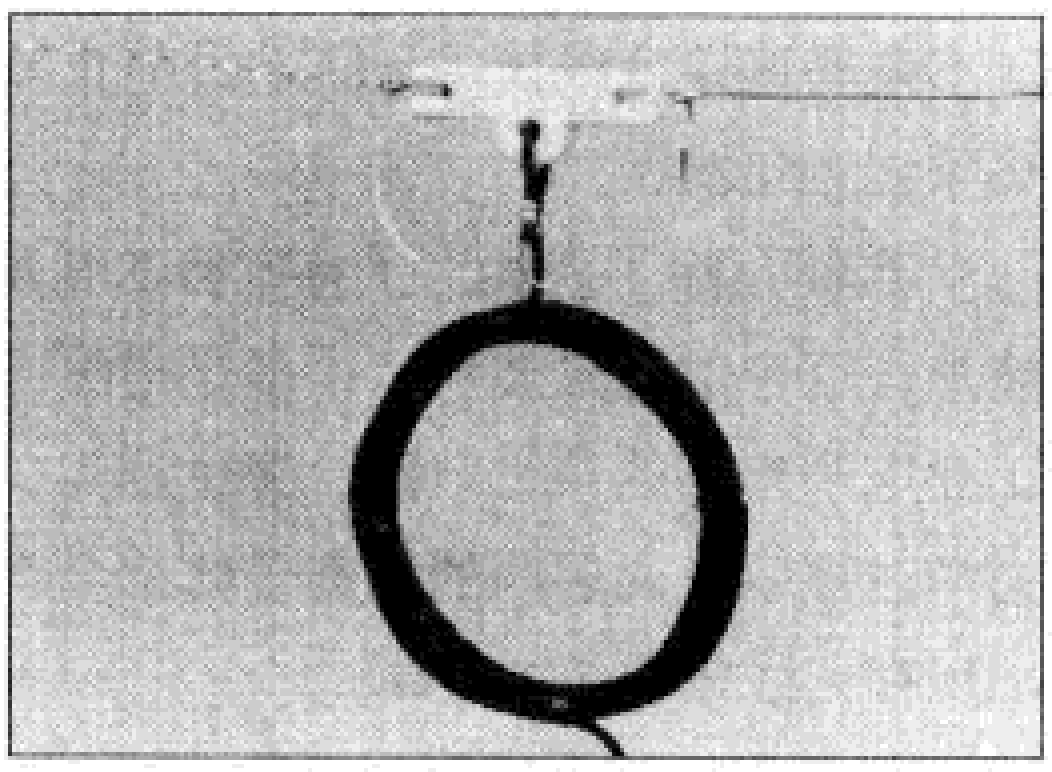

图3 用同轴电缆绕制的空芯陷波型巴伦。这种巴伦效率高、重量轻，偶极天线就可以承受巴伦的重量。
3. 同轴电缆制作的无形巴伦。这种高效的巴伦的结构只是一个电缆绕成的线圈（见图3）。